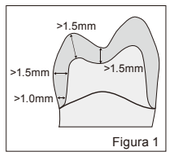

Figura 1
- A espessura mínima da parede deve ser de 1,5 mm, e 1,0 mm nas margens. Prepare as margens com chanfro profundo ou ombro arredondado. (Figura 1)